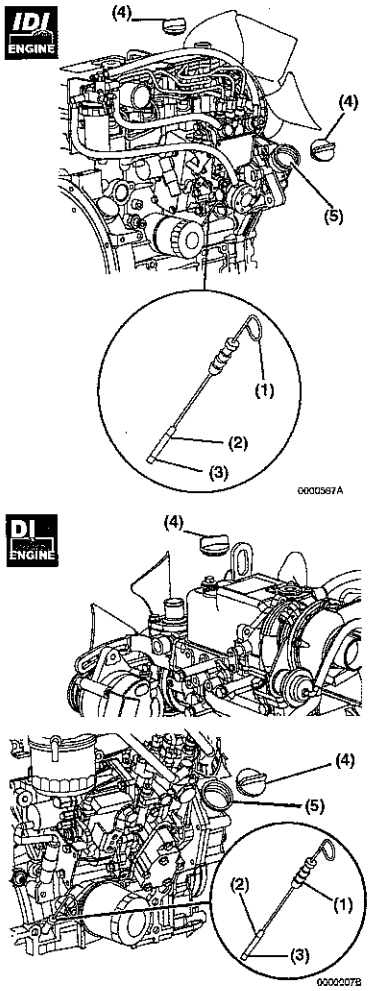

Figura 4
2. Rimuovere l'astina di livello **(Figura 4, (1))** e asciugarla con un panno pulito.
4. Rimuoverla nuovamente. Il livello dell'olio deve essere compreso fra la linea superiore **(Figura 4, (2))** e inferiore **(Figura 4, (3))** dell'astina di livello.
2. Rimuovere il tappo del serbatoio dell'olio **(Figura 4, (4))**.
3. Aggiungere la quantità di olio motore indicata sul bocchettone di riempimento dell'olio motore superiore o laterale **(Figura 4, (5))**.
6. Ripristinare il tappo del serbatoio dell'olio **(Figura 4, (4))** e serrarlo a mano. Se il tappo viene serrato troppo, verrà danneggiato.